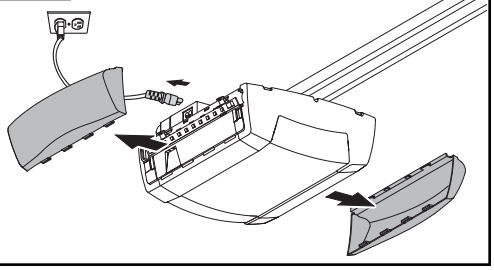

Fig. 70
- Remove LED strip from holders and detach from wire (Fig. 70).
- Attach replacement srip to wire and snap into holders (Fig. 70).